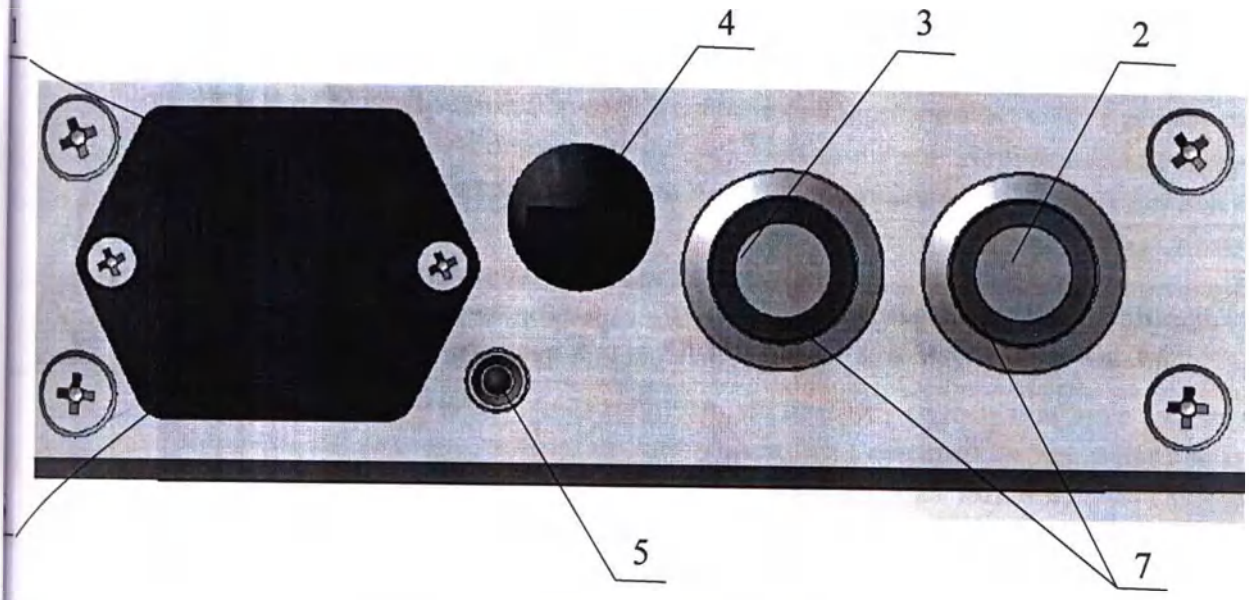

Рисунок 5. Панель питания.
9.5 В держатель предохранителя 4, расположенный на панели питания (Рисунок 5) установите предохранитель 15А. Для этого необходимо снять крышку держателя предохранителя, открутив ее в направлении против часовой стрелки, установить предохранитель и закрутить крышку в обратном направлении.
9.7 На панели питания (Рисунок 5) нажмите кнопку 3. При этом загорится светодиодный индикатор 7. Стол готов к работе.
10.1.1 Для включения пульта нажмите и удерживайте 3 секунды кнопку 1 «OFF/ON» (Рисунок 6) пульта управления. На экране отображается логотип «МЕДИН», индикатор зарядки аккумуляторной батареи 19, индикатор положения пациента 21 и индикатор проводной связи пульта с системой управления 20. При включении пульта индикатор аккумуляторной батареи 19 (Рисунок 6) должен гореть зеленым цветом. Он отображает степень зарядки батареи. При полной разрядке батареи индикатор горит красным цветом. Раздается прерывистый звуковой сигнал и появляется сообщение «Батарея разряжена». При разряженных батареях вставьте один конец съёмного шнура питания в разъём 1 (Рисунок 5), а второй – в сеть питания ~(230±23)В, (50±0,1) Гц.
⚠	**Внимание! Зарядка аккумуляторных батарей стола должна проводиться при включенном столе. При этом должны гореть оба светодиодных индикатора 7 и светодиодный индикатор 5 (Рисунок 5), индикаторы 12 на пультах мигают зеленым цветом (если пульт включен) (Рисунки 6, 7). Если индикаторы 7 не горят, нажмите кнопку 3 на панели питания (Рисунок 5).**